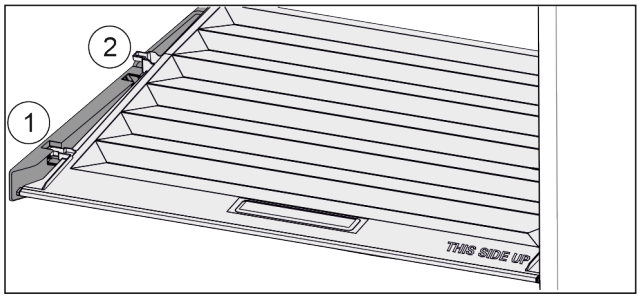

Fig. 36
▶ Потянуть крышку до отверстия в поддерживающих деталях вперед *Fig. 36 (1)*.
▶ Поднять сзади снизу и извлечь *Fig. 36 (2)* движением верх.